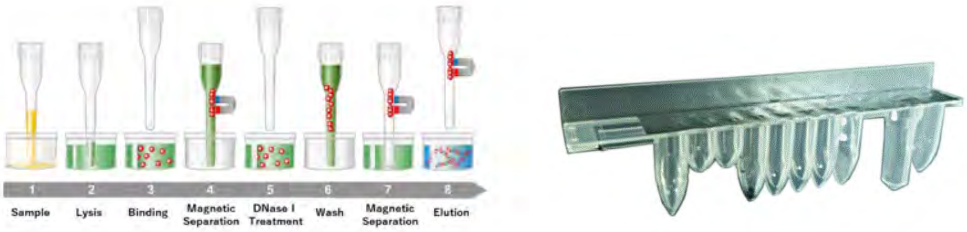

Figure 1.5: RNA extraction principle and ELITe InGenius SP RNA extraction cassette
- The reagent set has been optimized for the isolation of nucleic acids from 0.2 mL samples. (Figure 1.5: ELITe InGenius – SP RNA Extraction cassette and extraction principle).